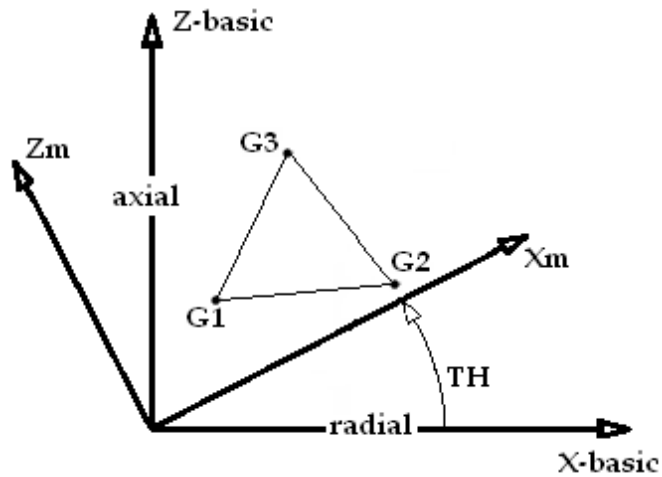

Figure 11-20. CCHOCK3 Element Geometry and Coordinate Systems, XZ-Plane
4. For orthotropic materials, the THETA angle orients the principal material coordinates of the element relative to the basic coordinates. Figures 11-20 and 11-21 show the positive sense of the THETA angle when the element is defined on the XZ-plane and XY-plane, respectively.